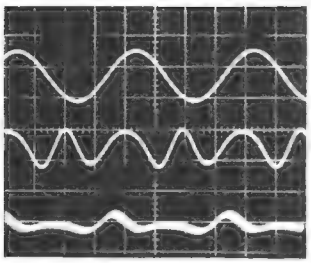

Bild 10. Klirrfaktormessungen an einem Verstärker und am Direktausgang des Sinusoszillators nach Bild 1
Als Beispiel für die zu erwartenden Signalformen sind im Bild 10 die Eingangsspannung (oben) und die Ausgangsspannung (Mitte) des Filters untereinander dargestellt. Man sieht, daß die Grundschwin-
Bei einer genauen Berechnung müßten jedoch die Effektivwerte berücksichtigt werden. Im angegebenen Beispiel (mittleres Oszillogramm im Bild 10) erhält man mit Gl. (1) einen Klirrfaktor von etwa 1,8 %, wenn man $V = 0{,}4$ setzt.
Um so geringe Verzerrungen noch mit einiger Sicherheit messen zu können, muß das Eingangssignal einen sehr kleinen Klirrfaktor haben. Zur Überprüfung dieses Eigenklirrfaktors wurde das Doppel-T-Filter an den Direktausgang des Sinusoszillators geschaltet. Der Spannung am Ausgang des Filters (untere Kurve im Bild 10, Empfindlichkeit des Oszillografen 5 mV/cm) ist Netzbrummen (zum Teil durch nichtabgeschirmte Verbindungen zum Oszillografen bedingt) überlagert. Da es aber etwa 80 dB unter dem Nutzsignal liegt, stört es noch nicht. Die Amplitude der Oberwellen ist etwa 3,5 mV_{ss}, am Eingang des Filters liegen 5,6 V_{ss}. Bei überwiegender zweiter Oberwelle im Restgemisch beträgt somit der Eigenklirrfaktor weniger als 0,2 %.